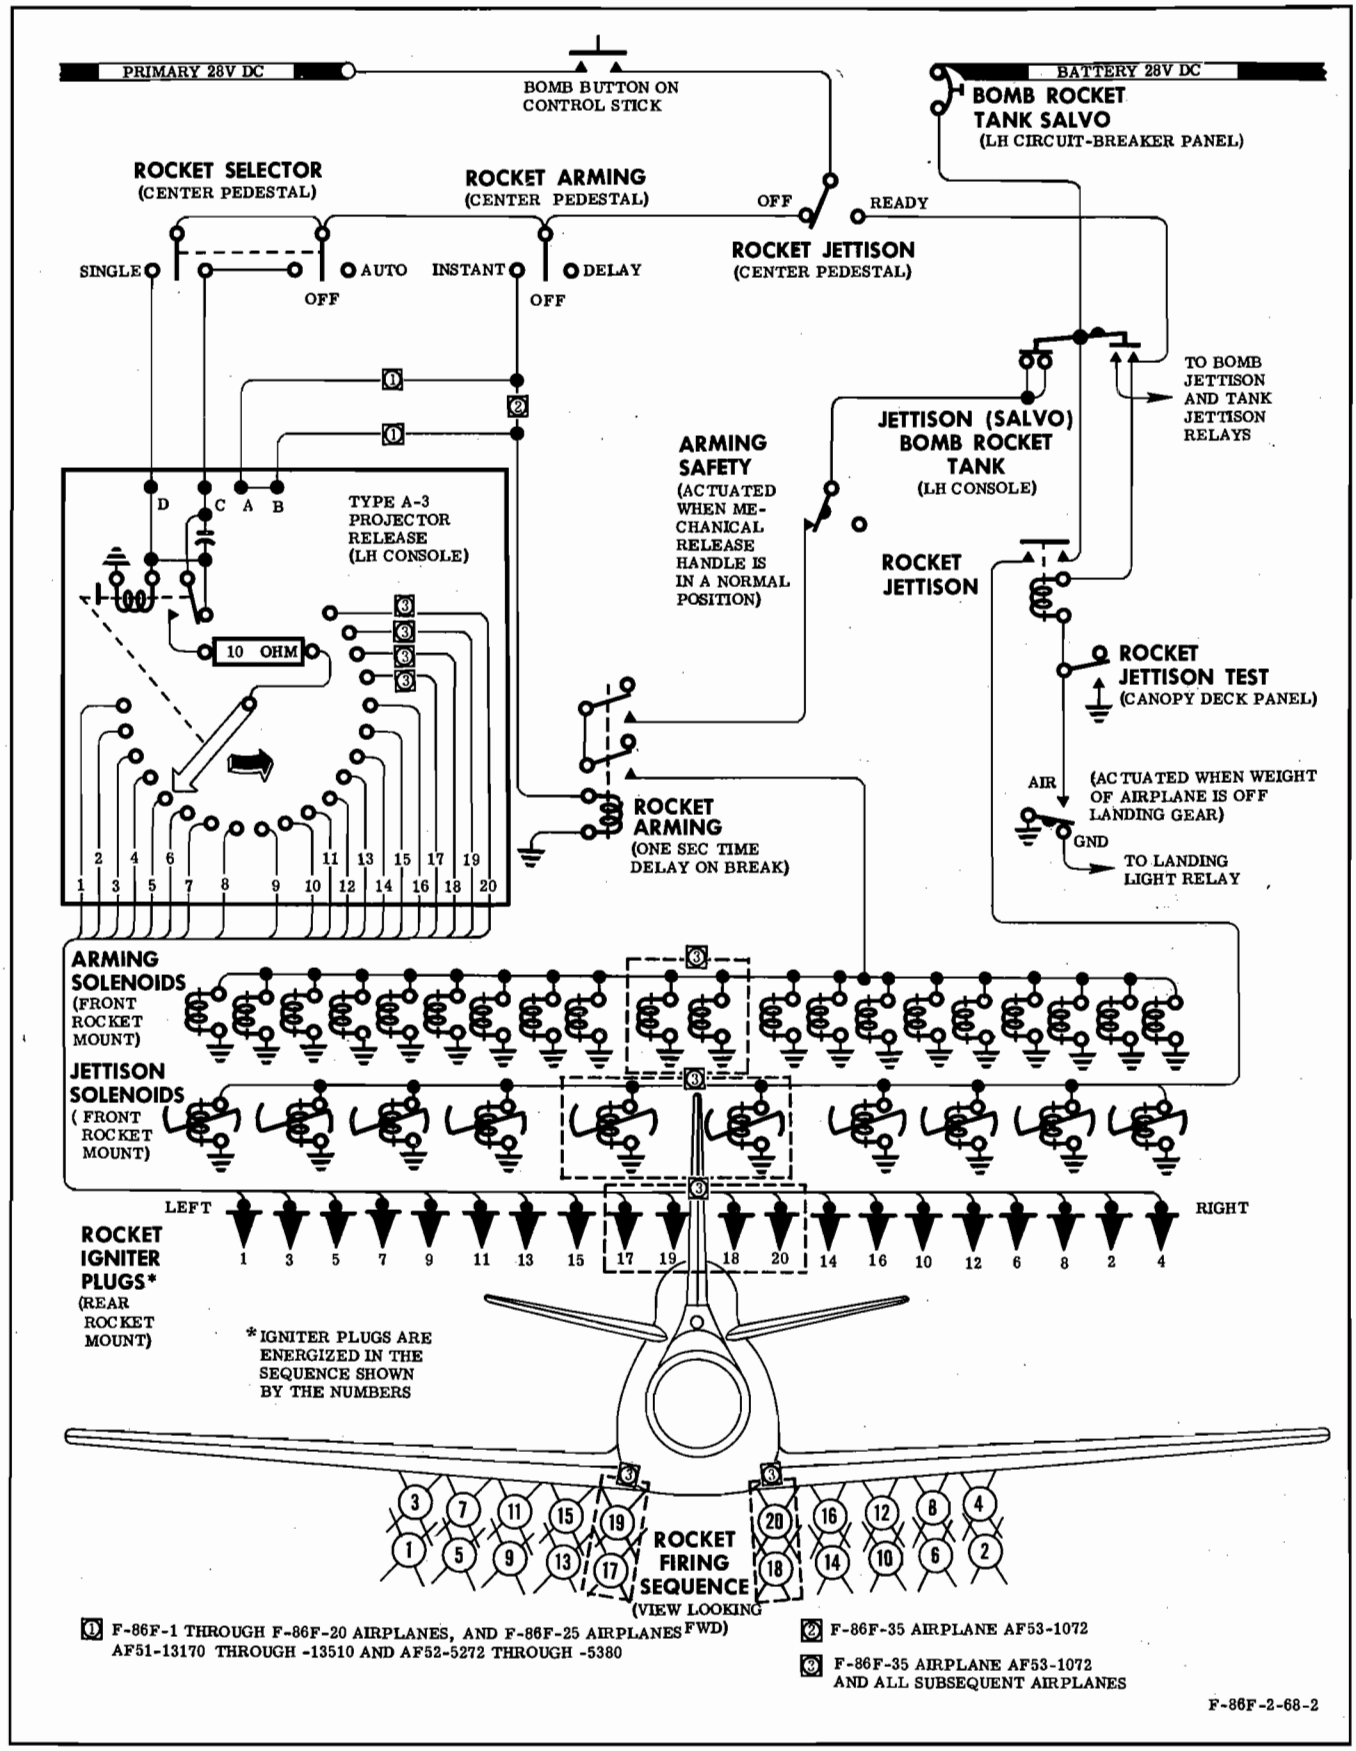

Figure 9-17. Rocket System
9-80. On F-86F-1 Airplanes through F-86F-30 Airplanes and F-86F-35 Airplanes AF52-5164 through -5271, the rocket system (figure 9-17) consists of eight removable zero-rail rocket launchers mounted below the wing, a projector release control mounted in the cockpit, and the necessary switches, cabling, and relays. Four launchers are mounted on each outer wing panel, providing a complement of sixteen 5-inch HVAR (high-velocity aerial rockets). The gun-bomb-rocket sight system (paragraphs 9-195 and 9-230) is used for rocket aiming. Rocket arming and firing is accomplished electrically, while jettison release is achieved either electrically or mechanically. (Refer to paragraph 9-6.) On F-86F-35 Airplane AF53-1072 and all subsequent airplanes, five rocket stations are provided on the lower side of each wing to accommodate the installation of twenty HVAR (high-velocity aerial rockets). Rocket arming and release are accomplished in the same manner as on earlier airplanes. Rocket system controls include the following: the bomb-rocket release button (on the pilot's control stick grip); the rocket jettison test switch (on the canopy deck panel); the rocket jettison safety switch (on the right main landing gear strut); the bomb-rocket-tank (jettison) switch (on the left forward console); and the rocket selector switch and rocket arming switch (located on the center pedestal).
9-84. Rocket firing may be accomplished in either automatic sequence firing or single sequence firing. Automatic firing sequence is accomplished by setting the rocket release selector reset knob on "1," placing the rocket selector switch on "AUTO," and holding the bomb-rocket release button in the depressed position. This routes electrical power from the primary bus to the rocket release control, which then distributes this power at $1/10$-second intervals to the rocket igniter plugs. The rockets will fire in the sequence shown in figure 9-17 until the store is exhausted or until the bomb-rocket button is released. Single-firing sequence is essentially the same as automatic sequence firing except that the rocket selector switch is set at "SINGLE" and the bomb-rocket button must be depressed and released each time a rocket is fired.
a. Check rocket firing power from intervalometer. It should appear at the lower fin sockets of the upper rockets in the proper sequence. See figure 9-17 for rocket-firing sequence.
9-101. The Type A-3 projector release control, located on the left console, is an intervalometer having a hand reset knob and a visible numbered dial showing the position of the timer contact arm. In automatic operation, the control (preset at the time of rocket loading) releases rockets at approximately 0.1-second intervals. Automatic operation is effected when the rocket selector switch is in the "AUTO" position and the bomb release button is depressed. Sequence firing of the rockets (figure 9-17) occurs as the stepping relay in the intervalometer advances the timer contact arm across the contacts, thus completing the firing circuits of the rockets consecutively. The intervalometer continues to make contact at 0.1-second intervals until the full sweep of the arm has been completed. With the rocket selector switch in the "SINGLE" position, the operation is similar, except that the contact arm advances only one position each time the bomb release button is depressed.